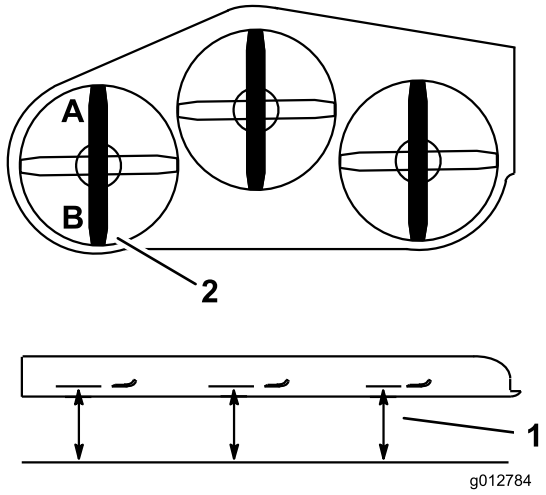

Figure 83
2. Mesurez et notez la distance au point **A** entre la surface plane et le tranchant de la pointe de la lame gauche (Figure 83).
3. Mesurez et notez la distance au point **B** entre la surface plane et le tranchant de la pointe de la lame gauche (Figure 83).
4. La lame doit être plus basse de 6 à 10 mm au point **A** qu'au point **B** (Figure 83). Si ce n'est pas le cas, passez aux étapes suivantes.